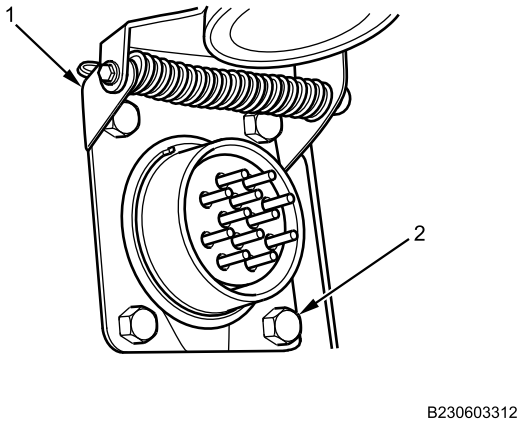

Figure 2. Front Trailer Hookup Cover.
2. Remove four bolts (Figure 2, Item 2) and front trailer hookup cover (Figure 2, Item 1) from front bumper.